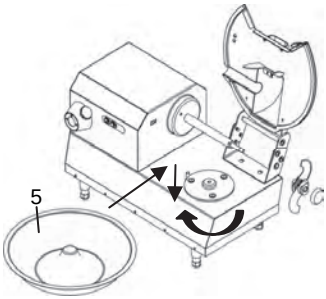

Abb. 6.3.8
- Wanne auf den Drehteller setzen 5 Abb. 6.3.8